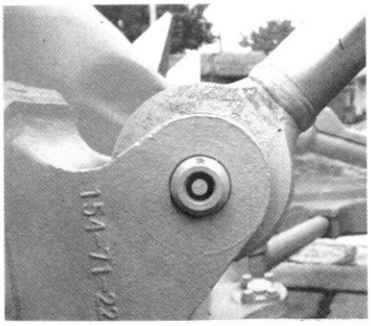

Рис. 4-7.
4) Опорный вал цилиндра (Рис. 4-7).